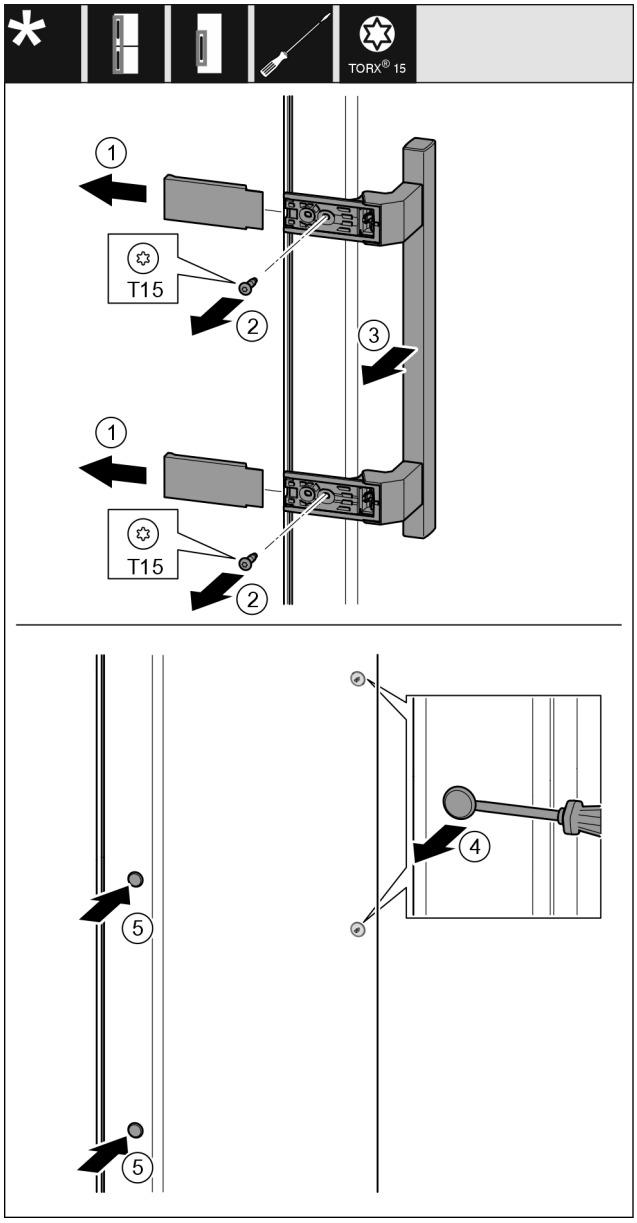

Fig. 21
- ▶ Levante la cubierta *Fig. 21 (1)*.
- ▶ Desatornille los tornillos *Fig. 21 (2)* con el destornillador.
- ▶ Retire el tirador *Fig. 21 (3)*.
- ▶ Levante con cuidado el tapón lateral *Fig. 21 (4)* con un destornillador de punta plana y extráigalo.
- ▶ Vuelva a colocar el tapón *Fig. 21 (5)* en el otro lado.